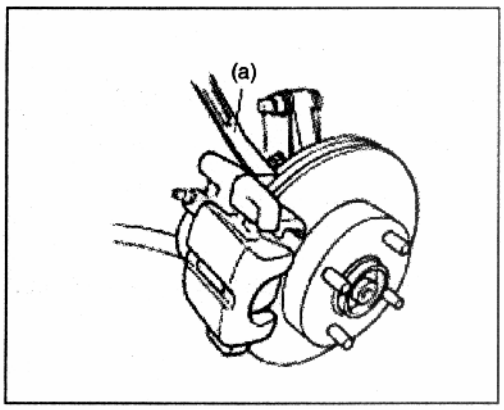

Рис. 657
3) Затяните болта кронштейна требуемым моментом (Рис.657).